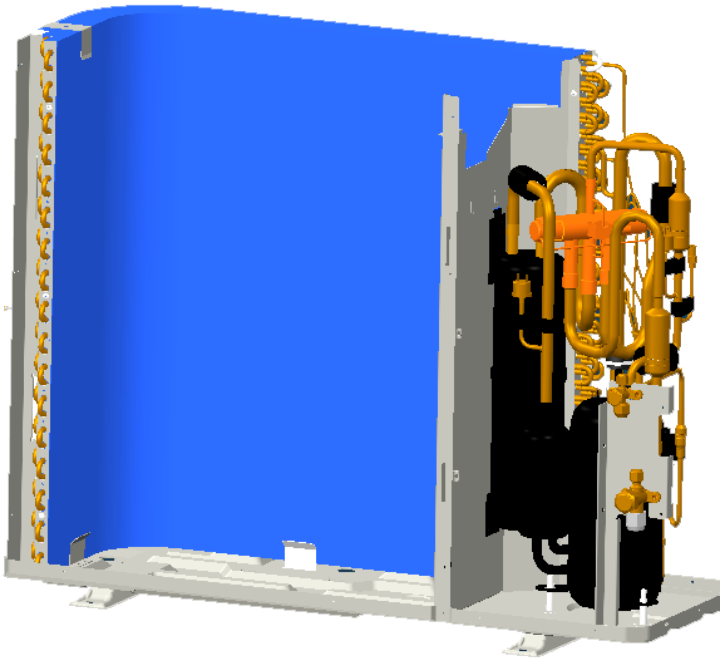

Fig.11
- Remove the 4-way valve. [**See Fig.11**]